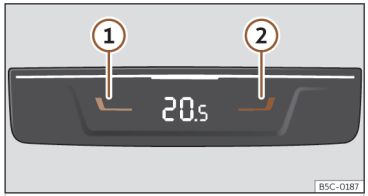

Fig. 110 En la parte trasera de la consola central: mandos para las plazas traseras.
- Pulse las teclas ① y ② ››› **fig. 110** para ajustar la temperatura de la zona posterior.